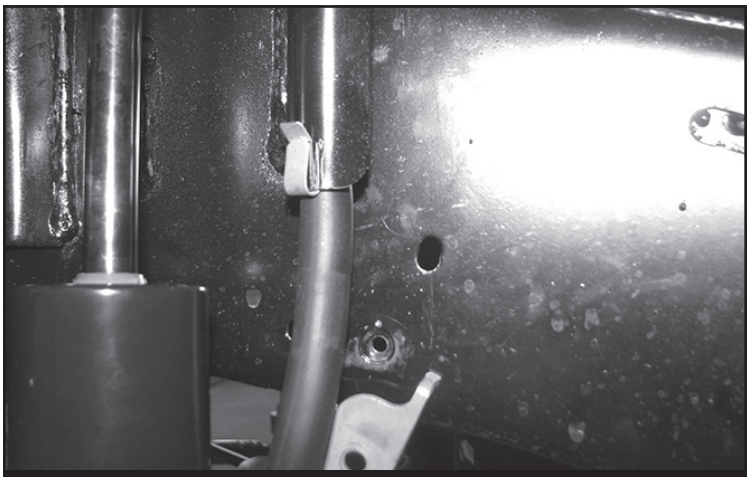
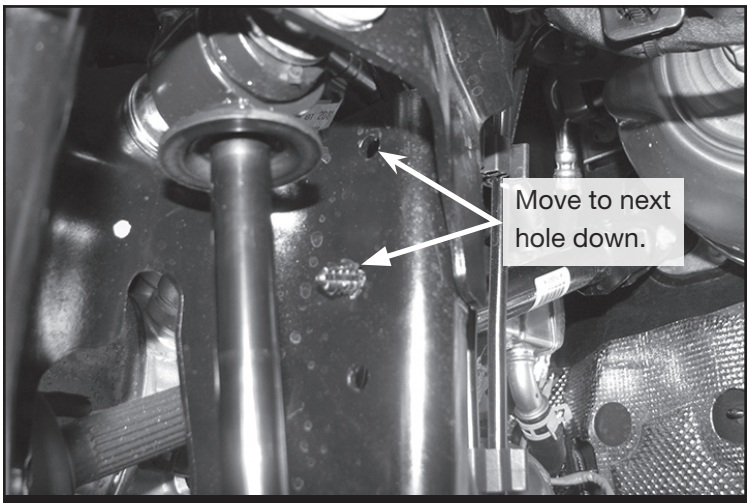

FIGURE 18 - STEP 19
FIGURE 19 - STEP 19
19. Reinstall the diff breather hose by moving the metal clip up the hose 2” **SEE FIGURE 18** and the christmas tree fastener into the next hole down. **SEE FIGURE 19.**